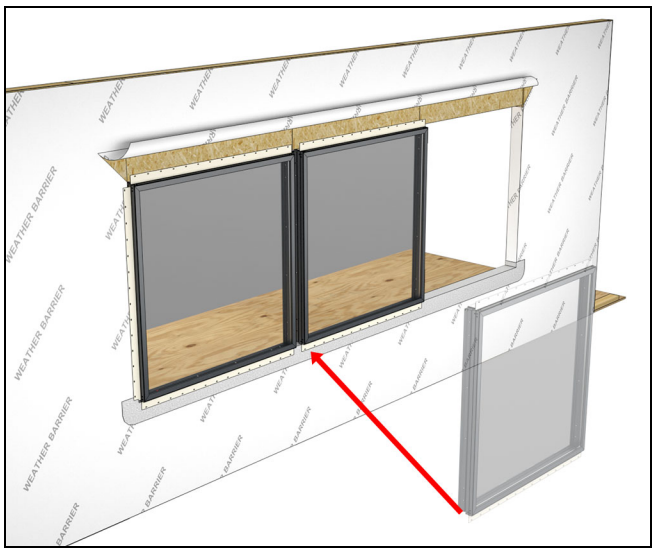
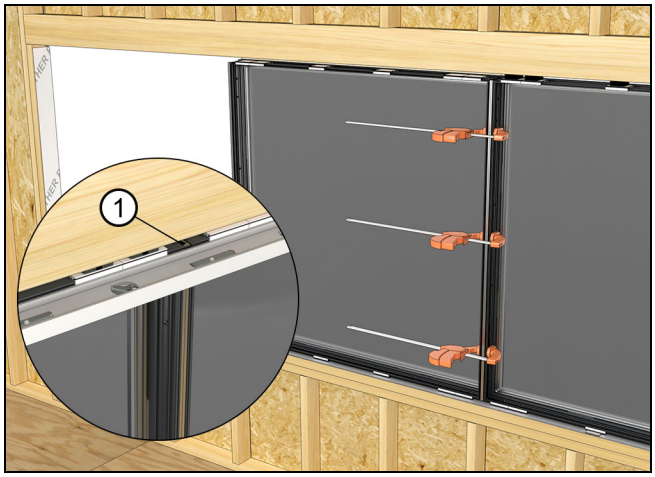

Figure 65
Figure 66
1. Set the next unit close to the A1 unit. Clamp the two units together making sure the windows are flush to one another on all planes (interior/exterior and top and bottom). See Figure 65 and Figure 66.